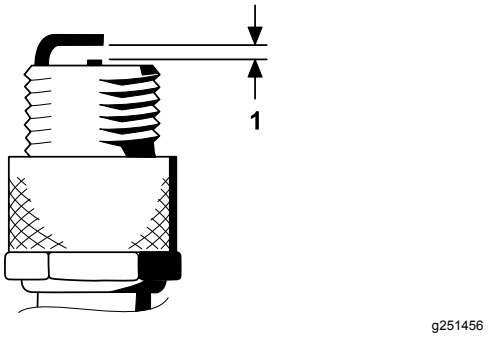

Figur 31
4. Se till att luftgapet mellan mitt- och sidoelektroderna är 0,76 mm. Se Figur 31.